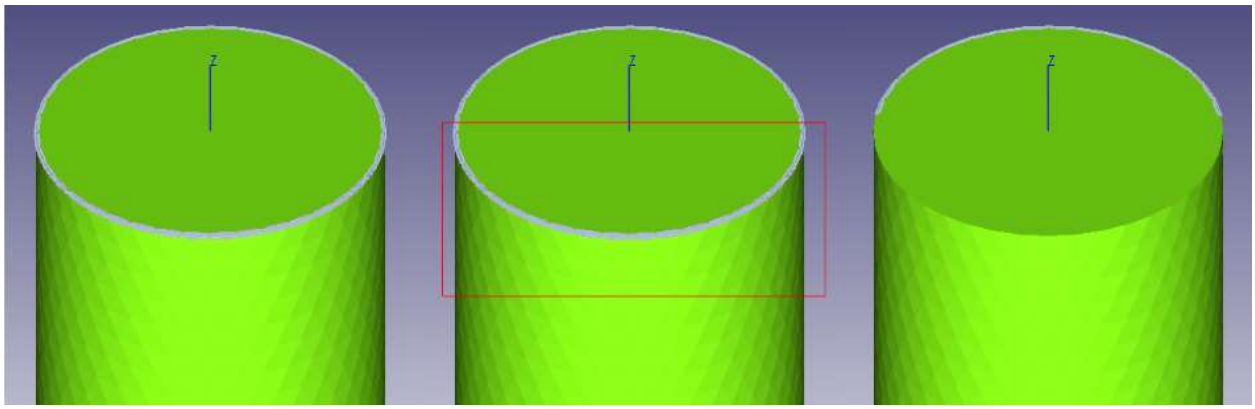

Рис. 2.10. Выделение клиньев для удаления
-Отпустите мышь, когда область охватила ребра, которые вы хотите удалить. Ребра внутри области будут удалены, когда вы отпускаете кнопку мыши (рис. 2.10).